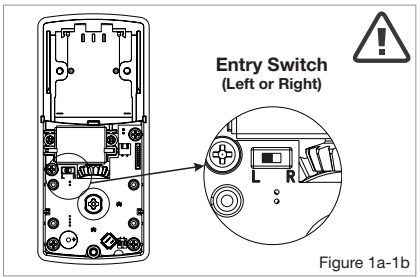

Figure 1a-1b
a. Gently move the switch to “L” for Left Handed Door (Figure 1a).